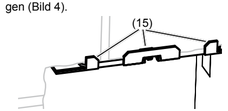

Bild 4: Einbauposition der Befestigungselemente
ℹ Die Auflagewinkel (15) der Befestigungselemente müssen auf der Wandoberfläche aufliegen (Bild 4).